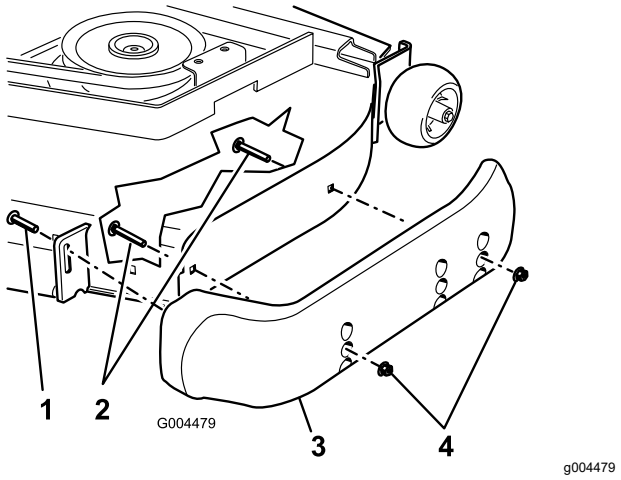

**Rysunek 9**
3. Poluzuj śrubę z przodu każdej płozy. W kosiarkach Guardian są 2 płozy oraz 1 płoza w zespołach tnących z bocznym wyrzutem (Rysunek 9).